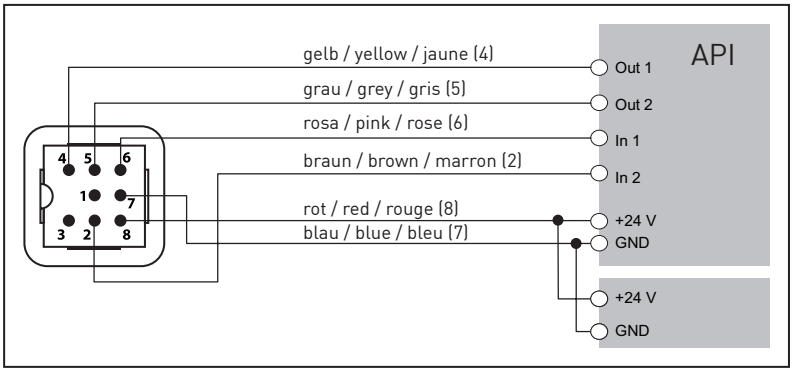

Fig. 10-4: schéma électrique pour le raccordement direct à une commande API
- **La connexion à la borne "GND" (terre) doit impérativement être établie pour le raccordement direct à un API (fig. 10-4)!**